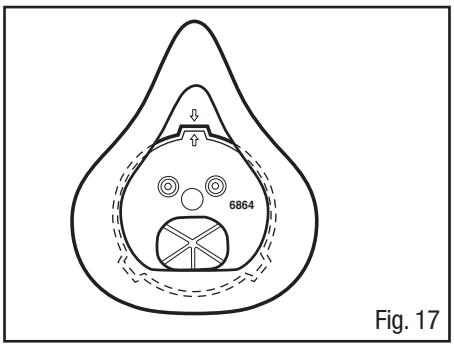

Fig. 17
2. Para reemplazar, coloque el ensamble de copa nasal en las flechas de alineación del adaptador central (Fig. 17).
7. Remplace el ensamble de copa nasal (Fig. 17).